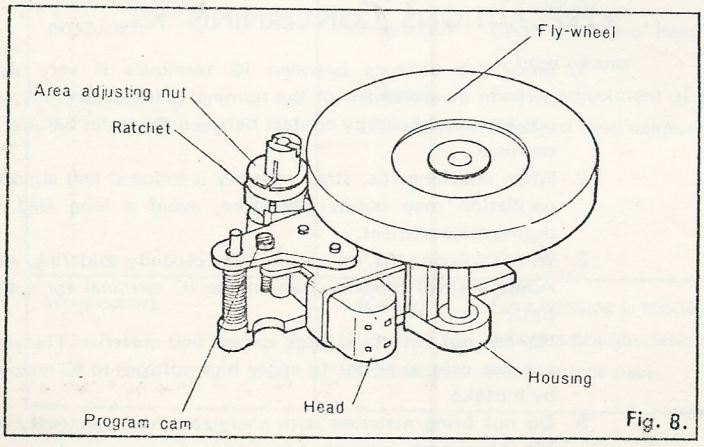

Fig. 8.
1. Completely unified head shift mechanism (Refer to Fig. 8)